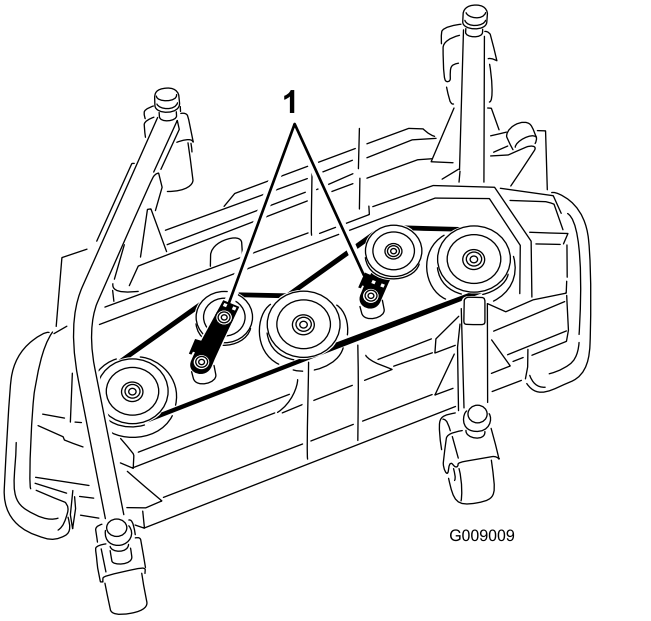

Bild 124
5. Schieben Sie die Spannscheibe mit einem Schraubenschlüssel oder einem ähnlichen Werkzeug vom Treibriemen und lassen Sie den Riemen von der Getriebespannscheibe rutschen (Bild 124).